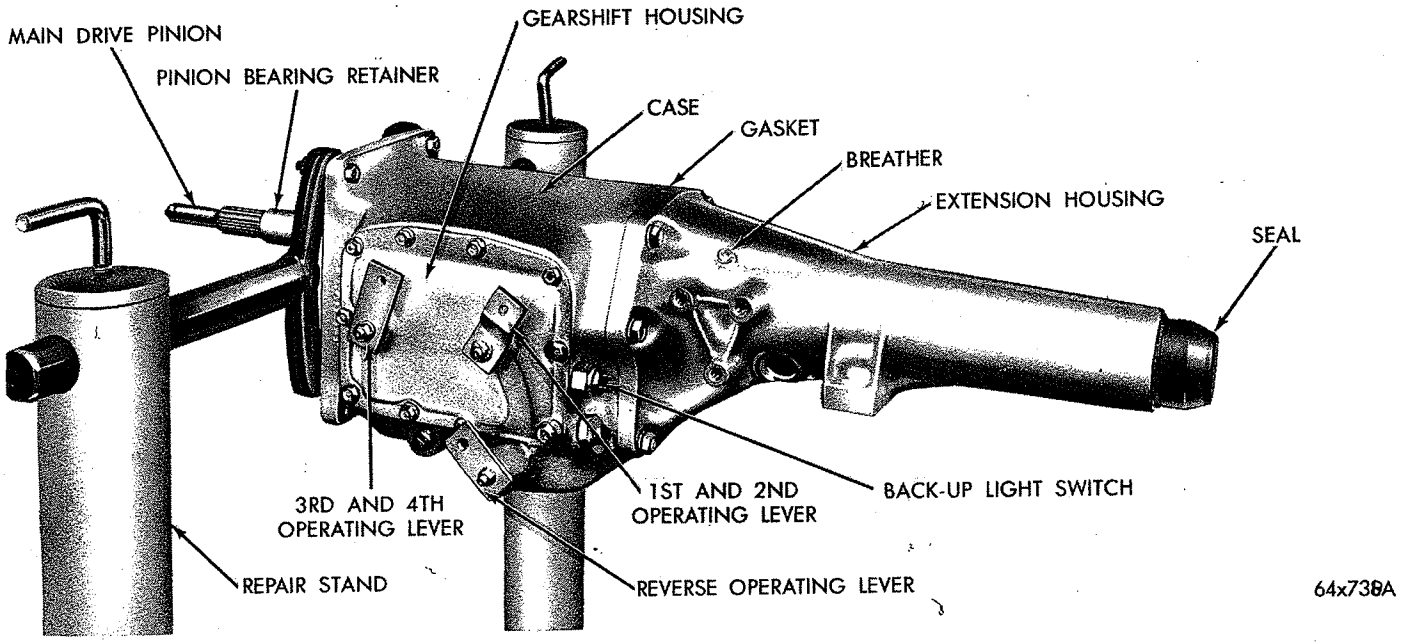

*Fig. 7—A-833 Transmission in Repair Stand*
(8) Support transmission with a suitable jack and remove center crossmember. Remove transmission to clutch housing bolts.
(9) Slide transmission toward rear until drive pinion shaft clears clutch disc, before lowering the transmission.
(10) Lower transmission and remove from under vehicle. Thoroughly clean exterior of unit, preferably by steam. Mount transmission in repair stand DD-1014 (Fig. 7).
To disassemble transmission for repair or overhaul, refer to Figs. 7 and 8. Remove the back-up light switch.